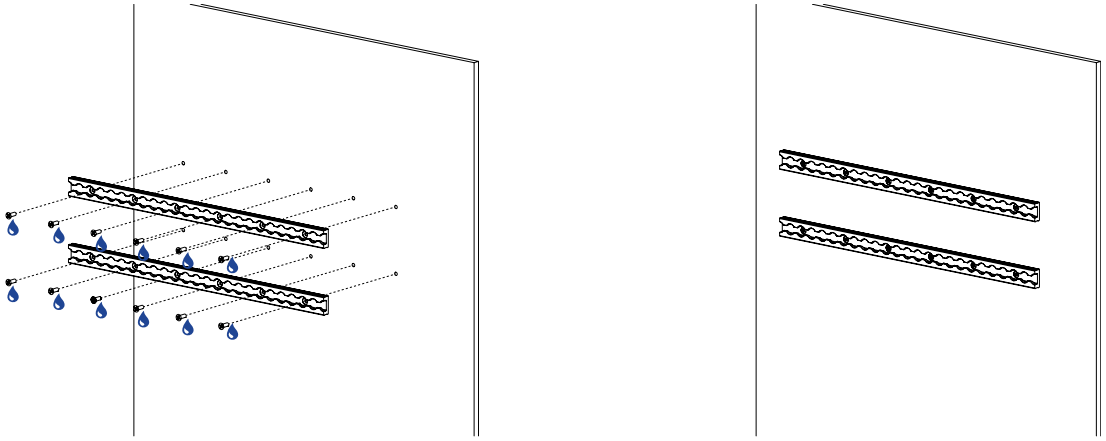

Figure 28: Installing the new load-bearing tracks (vertical installation illustrated)
4. Align and install the tracks using SS 1/4-20 in., 100°, fully threaded Phillips flat head screws coated with medium strength thread lock adhesive ( ) and a Phillips-head screwdriver #2 (Figure 28).